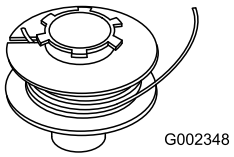

Figuur 14
2. Haak een uiteinde van de draad **helemaal** in de gleuf op de spoel (Figuur 14), **maar laat niet meer dan 3 mm uitsteken.**